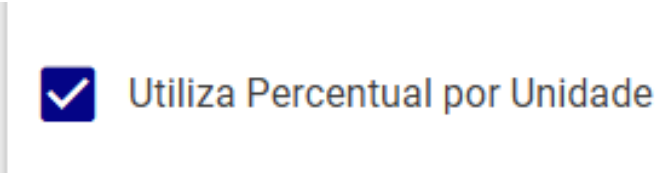

Figura 39: Utiliza Percentual por Unidade
- **Utiliza Percentual por Unidade (Figura 39):** Se habilitado, o sistema utilizará os percentuais de cálculo (ex: % de consumo sobre o faturamento) definidos especificamente para esta unidade na tela **Percentual por Item Operacional**, ignorando os percentuais gerais. Isto permite, por exemplo, que uma unidade trabalhe com uma meta de 30% de consumo e outra com 35%.